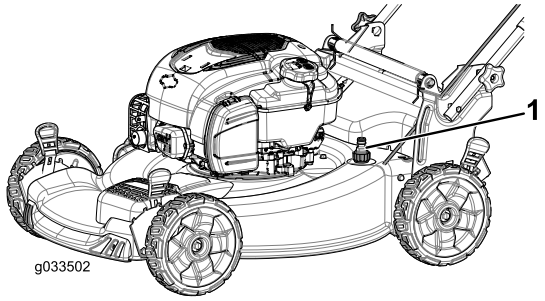

Figur 26
4. Fastgør en haveslange, der er sluttet til vandforsyningen, til maskinens gevindport (Figur 26).